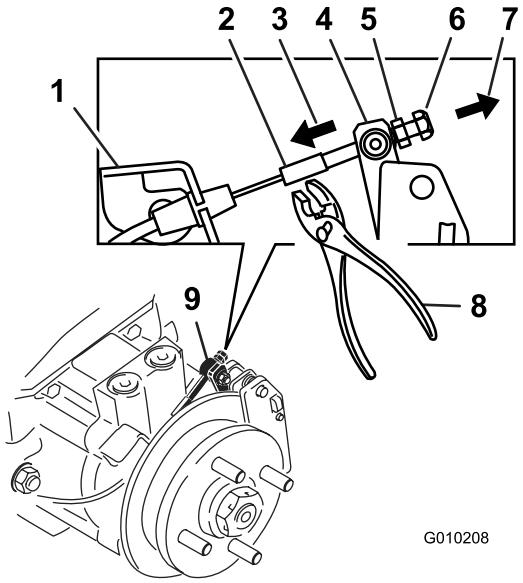

Figuur 71
9. Gebruik alleen uw handen en vingers om de hendel-arm tegen de remblokken van de rotor aan te duwen tot de hendel stopt (Figuur 71).
10. Terwijl u de hendel op de stopstand houdt, gebruikt u de andere hand om het draadeinde van de kabel strak door de opening te trekken. Draai de standaardmoer tegen de opening (Figuur 71).